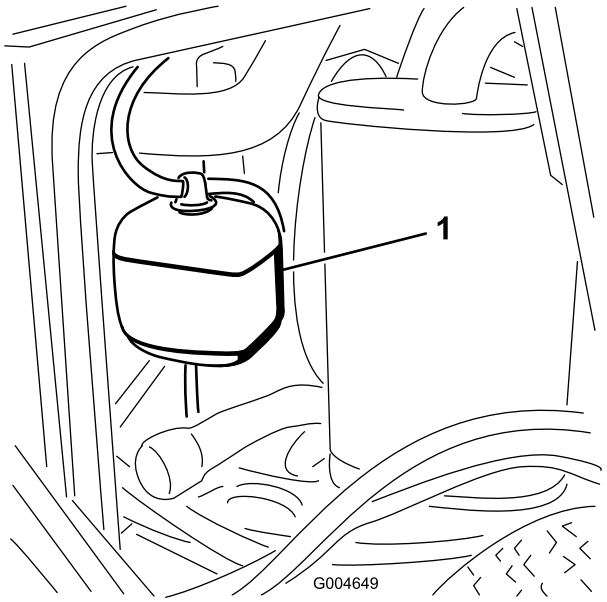

Figur 49
1. Kontroller kjølemiddelnivået i ekspansjonstanken (Figur 49). Kjølemiddelnivået skal være mellom merkene på siden av tanken.